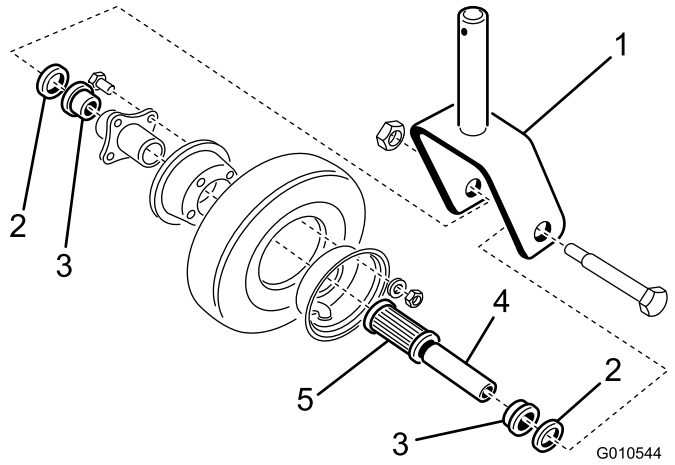

Figur 19
1. Fjern låsemutteren fra bolten som holder fast styrehjulet til styregaffel (Figur 19). Ta tak i styrehjulet, og skyv skruen ut av gaffelen.
2. Vend hjulet til siden og la skruhylsen (Figur 19) falle ut.
3. Ta en lagerholder ut av hjulnavet, og la lageret falle ut. Fjern lagerholderen fra den andre siden av hjulnavet (Figur 19).